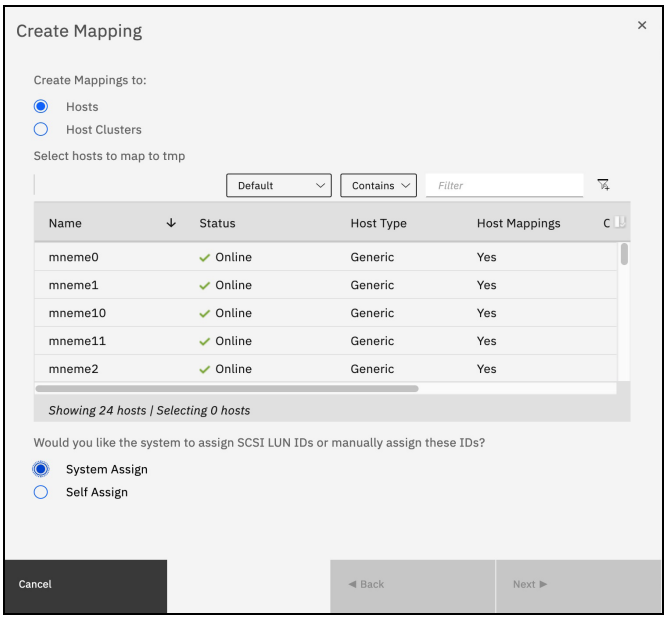

Figure 4-12 Create Mapping window
h. Verify the volume, and then, click **Map Volumes** (see Figure 4-12).